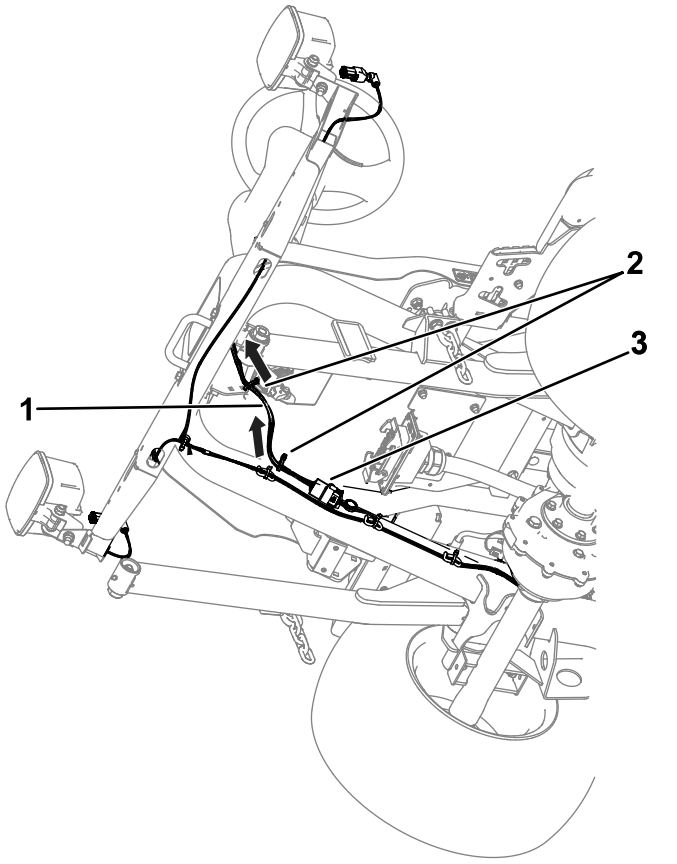

Figur 35
1. Før styringsledningsnettet gennem åbningen i platformen (Figur 35).
2. Slut styringsledningsnetstikket mærket PLATFORM HARNESS (P71) (platformens ledningsnet (P71)) til styringsledningsnettet mærket TO POD HARNESS (P03) (til kapselledningsnet (P03)) (Figur 35).
3. Monter kabelbåndene på styringsledningsnettet som vist i Figur 35.